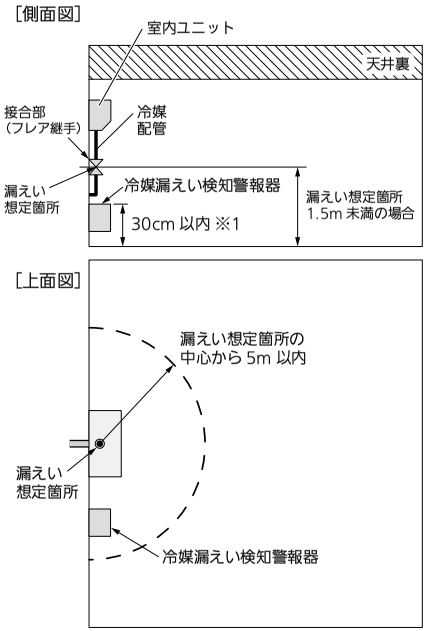

図6
(2)漏えい想定箇所の高さが1.5 m未満の場合(例：図6)